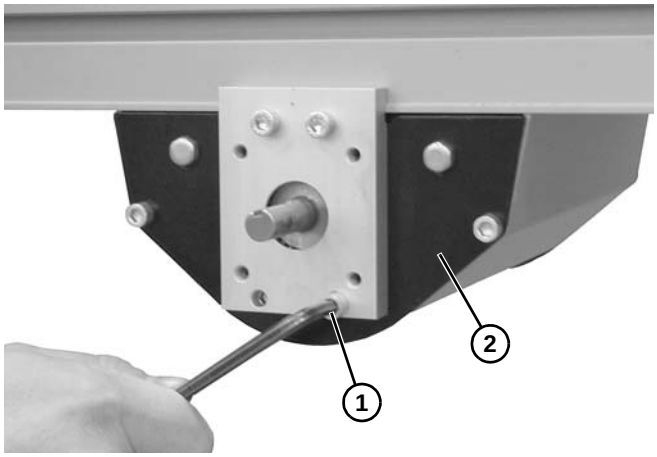

Abbildung 52
2. Schraube **(Abbildung 52, Teil 1)** von jeder Seite der Untergurtantriebsbaugruppe **(Abbildung 52, Teil 2)** entfernen.